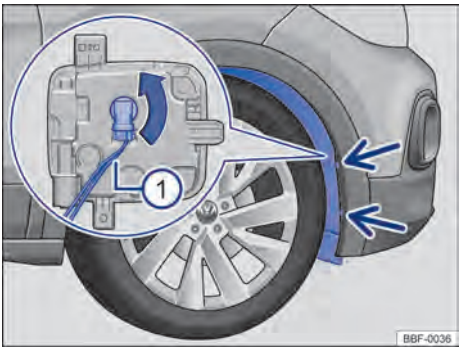

Fig. 140 Na caixa de roda dianteira: acesso à lâmpada incandescente do farol de neblina.
2. Remover os parafusos de fixação do revestimento da caixa de rodas → Fig. 140 (setas) com o auxilio de uma chave de fenda.
5. Retirar o conector de alimentação da lâmpada → Fig. 140 ①, pressionar, ao mesmo tempo, a trava de fixação do conector.
6. Girar o soquete da lâmpada → Fig. 140 (seta), no sentido anti-horário até o batente, e desencaixá-lo do alojamento.
11. Encaixar o conector de alimentação → Fig. 140 ① no soquete da lâmpada. o conector precisa encaixar audivelmente.
13. Recolocar os parafusos de fixação → Fig. 140 (setas) e apertá-los.